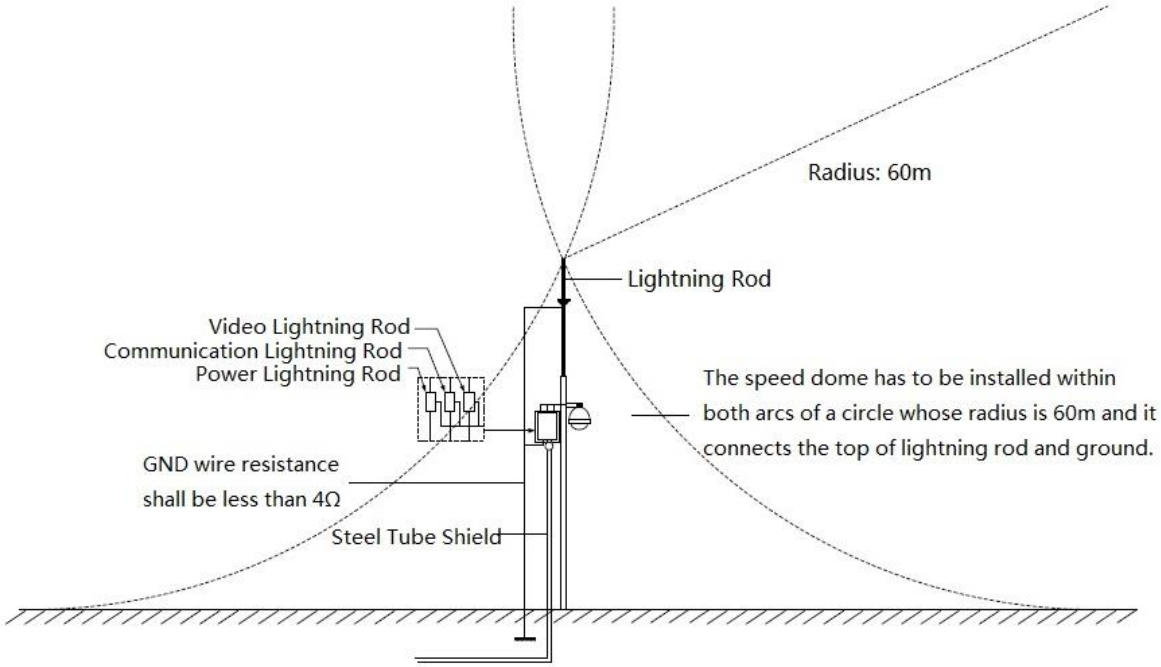

Abbildung 4-1
- Das System muss eine Verdrahtung mit gleichem Potential verwenden. Das Erdungsgerät muss gegen Verklemmen geschützt sein und gleichzeitig Ihrem örtlichen elektrischen Sicherheitscode entsprechen. Das Erdungsgerät darf nicht an die N (neutrale) Leitung des Hochspannungsnetzes kurzschließen oder mit anderen Drähten gemischt werden. Wenn das System nur an die Erde angeschlossen wird, darf der Erdungswiderstand nicht mehr als 4 Ω und die Erdkabelquerschnittsfläche nicht weniger als 25 mm² betragen. Siehe Abbildung 4-1